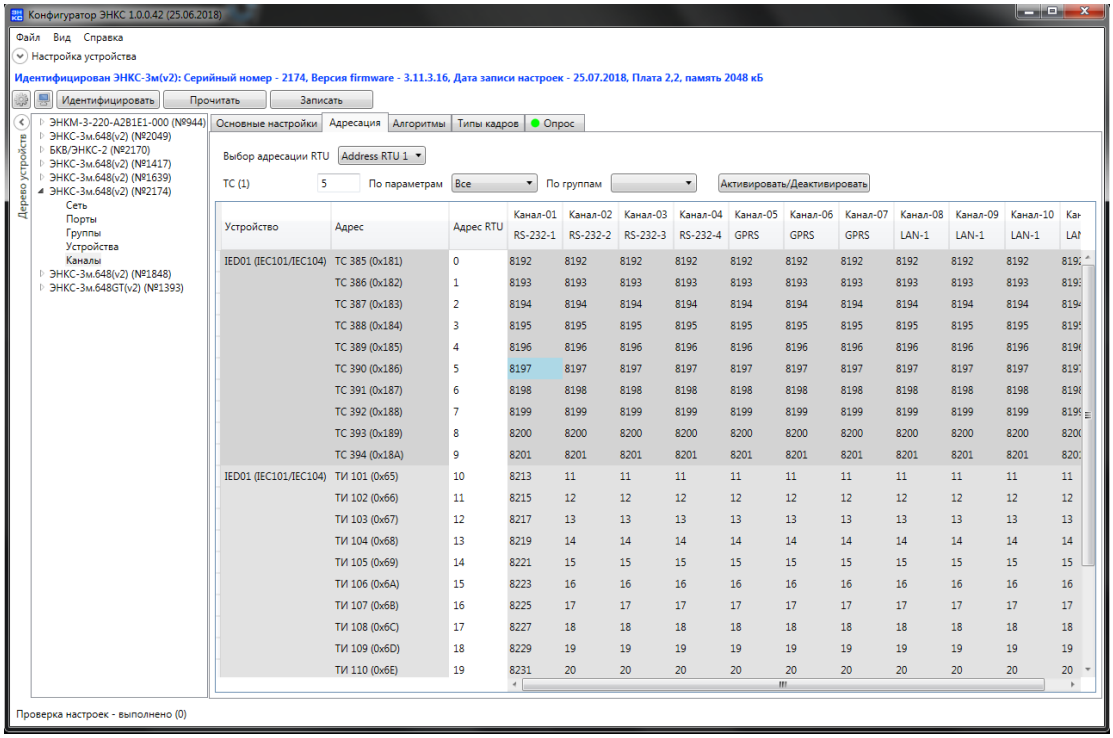

Рисунок 4.12. Настройка адресации для выдачи данных на вышестоящий уровень.
4.2.3 Во вкладке «Адресация» производится настройка адресов для передачи. Для ТУ в данной вкладке также производится настройка адреса приёма. Все сигналы должны иметь различные адреса, в противном случае одинаковые позиции будут подсвечены красным цветом, и конфигурация не запишется. Также передачу каждого параметра можно активировать и деактивировать. По различным каналам адреса одного сигнала могут быть как разными, так и одинаковыми (рис. 4.12). Чтобы не записывать каждый адрес вручную, можно выделять группы сигналов или все сигналы и задавать смещение адреса. Для быстрого выделения групп сигналов сверху окна существуют специальные кнопки выделения «По параметрам» и «По группам».